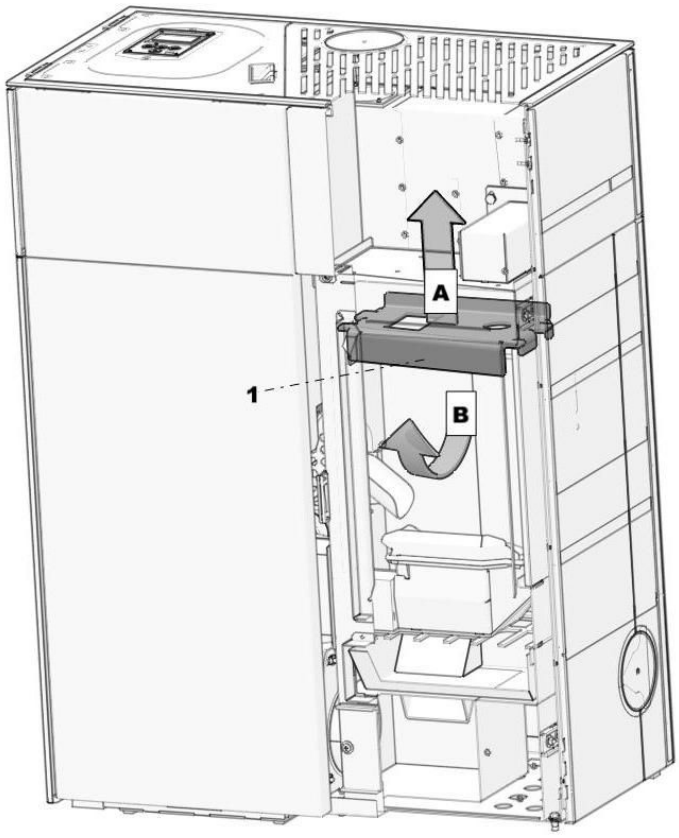

Abbildung 8a: Demontage der Zugumlenkung
- Durch anheben die Zugumlenkung (1) - aus der Führung aushängen (A). Damit kann die Zugumlenkung entnommen (B) und der obere Bereich der Brennkammer gereinigt werden (siehe Abb. 8a).